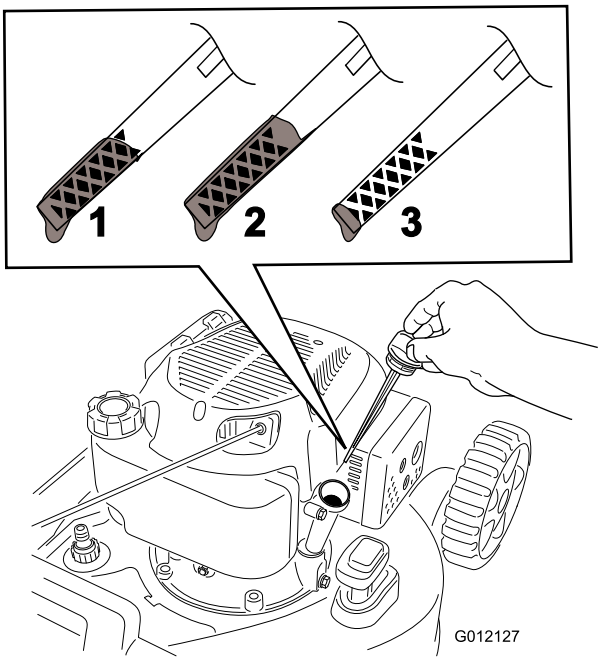

Figuur 9
2. Verwijder de peilstok (Figuur 9).
5. Haal de peilstok eruit en controleer het oliepeil (Figuur 9).